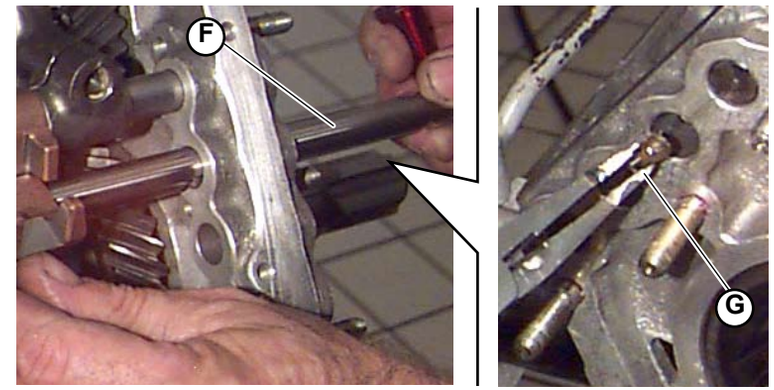

Fig.8
8. Remove the 3rd/4th control rod and remove the pin from the rod (**F-Fig.8**).
9. Remove the dowel (**G-Fig.8**).